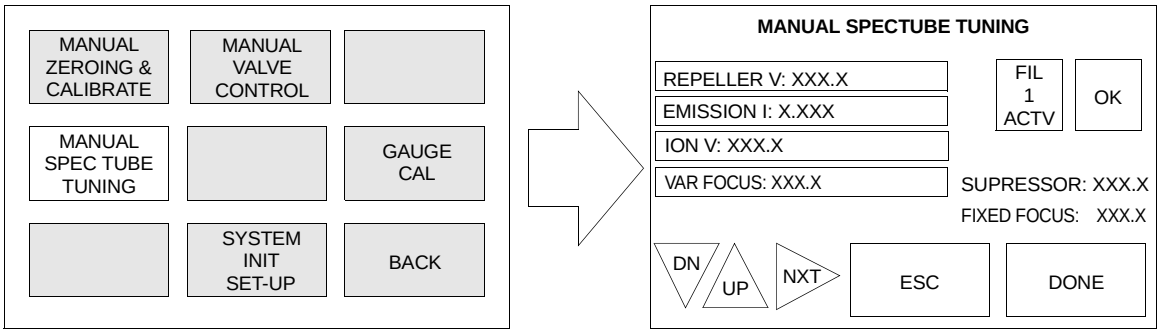

Figure 9-1 Manual Spectube Tuning Screen
Touch the **MANUAL SPECTUBE TUNING** box to display the Manual Spectube Tuning screen (Figure 9-1). This screen is used to manually adjust the parameters of the Ion Source in the spectrometer tube for a maximum helium signal.
3. Move to the Manual Spectube Tuning Screen (Figure 9-1).